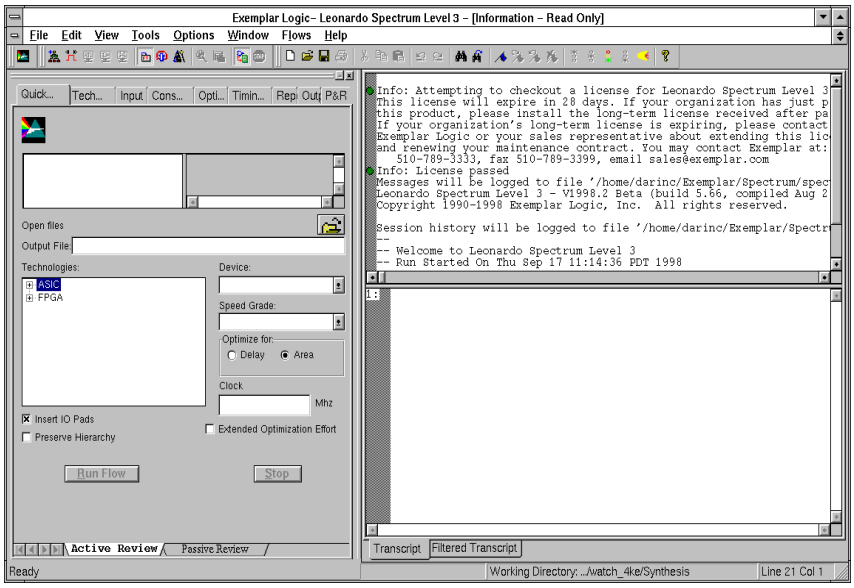

Figure 1-11 Leonardo Spectrum Main Window
3. The Leonardo Spectrum Main Window will now show up similiar to the following figure 1-11.